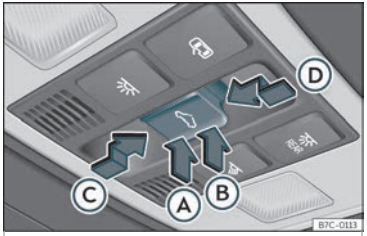

Fig. 85 No revestimento interior do teito:tecla do teito de vidro.
A tecla ⌓ ››› **fig. 85** ten dous niveis. No primeiro nivel pode colocar o teito na posición deflectora, abrir ou pechar total ou parcialmente.
- *Teito de vidro:* antes de aprox. 5 segundos dende a activación da función antiaprisionamento, prema a tecla ››› **fig. 85** ata o segundo nivel no sentido da frecha ››› **fig. 85** Ⓓ ata pechar o teito completamente.